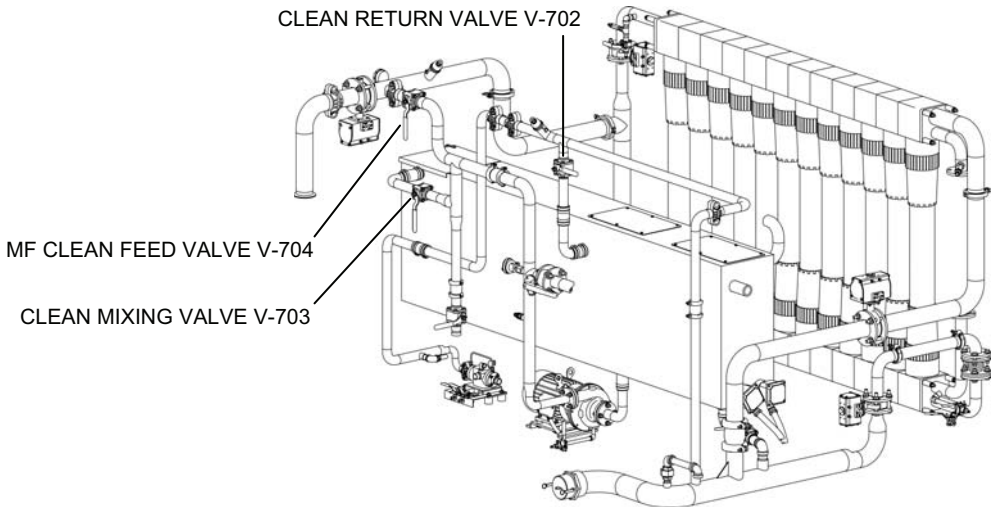

Figure 9. Valves for MF High pH Cleaning.
f. Open Clean Mixing Valve V-703 (Figure 9).
3. Set valves for MF high pH cleaning as follows (Figure 9):
6. Drain #2: Drain the high pH cleaning solution from the RO feed tank and MF modules as follows (Figure 9):